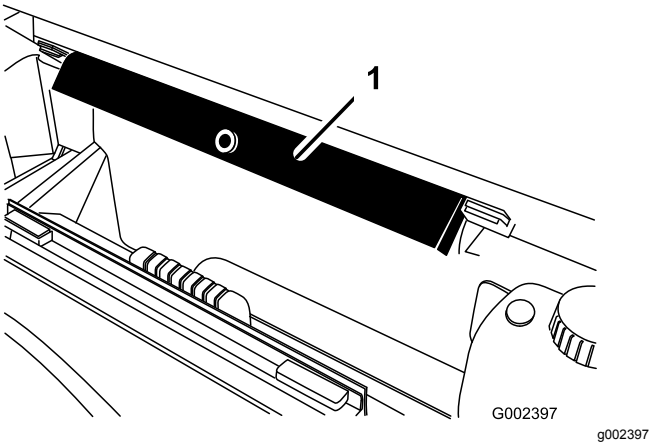

Figur 11
8. Ta loss flakstödet från förvaringsfästena baktill på vältskyddspanelen (Figur 11).